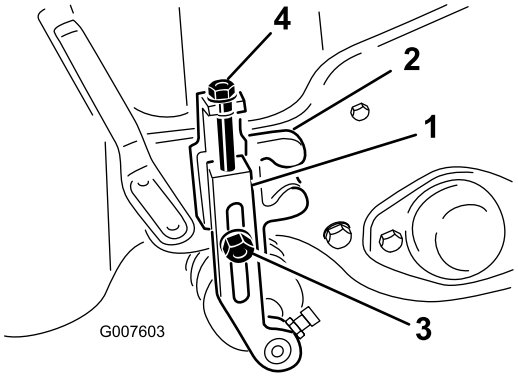

Bild 41
2. Lösen Sie die Sicherungsmuttern, die die Schnitthöheneinstellarme zur Schnitthöheneinstellhalterungen festlegen (Bild 41).